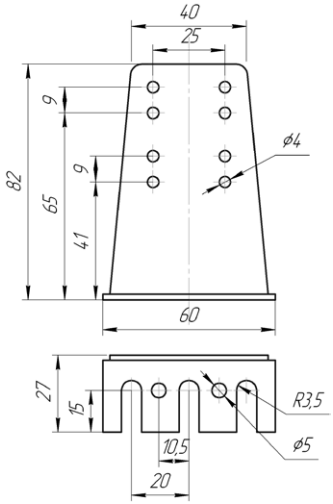

Рис. 4. Кронштейн
b. Закрепите реле на стационарной поверхности с помощью кронштейна (рис. 4) и установочных винтов, входящих в комплект поставки.